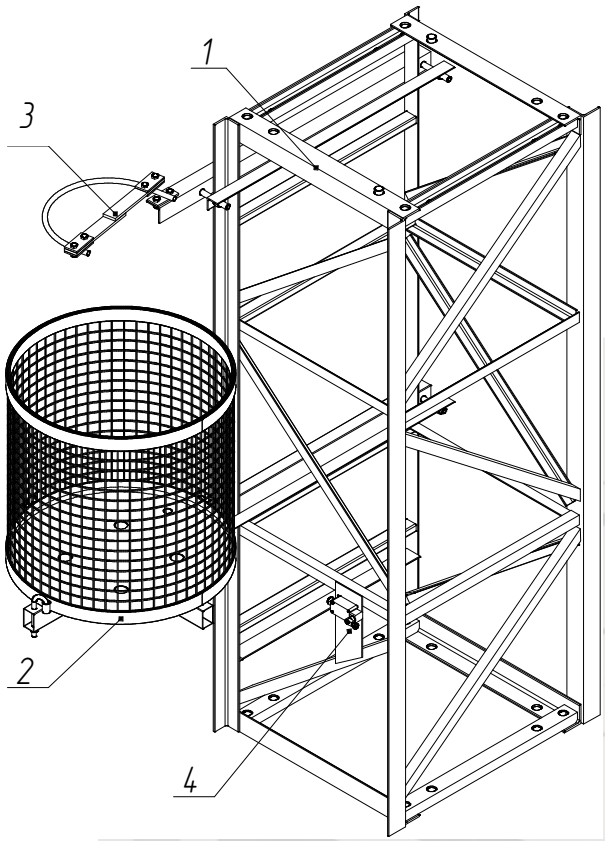

Рис. 4 – Секция нижняя
Секция нижняя (рис. 4) представляет собой секцию рядовую (1) с установленными на ней корзиной кабелесборника (2), ловушкой кабеля (3), и механизмом ограничения нижнего положения грузовой каретки (4).